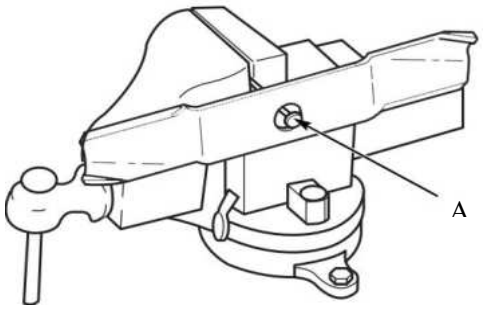

Рис. 14
6.11.2 См. рисунок 14. Закрепите нож газонокосилки с помощью гвоздя (A) в тисках и поверните его в горизонтальное положение.